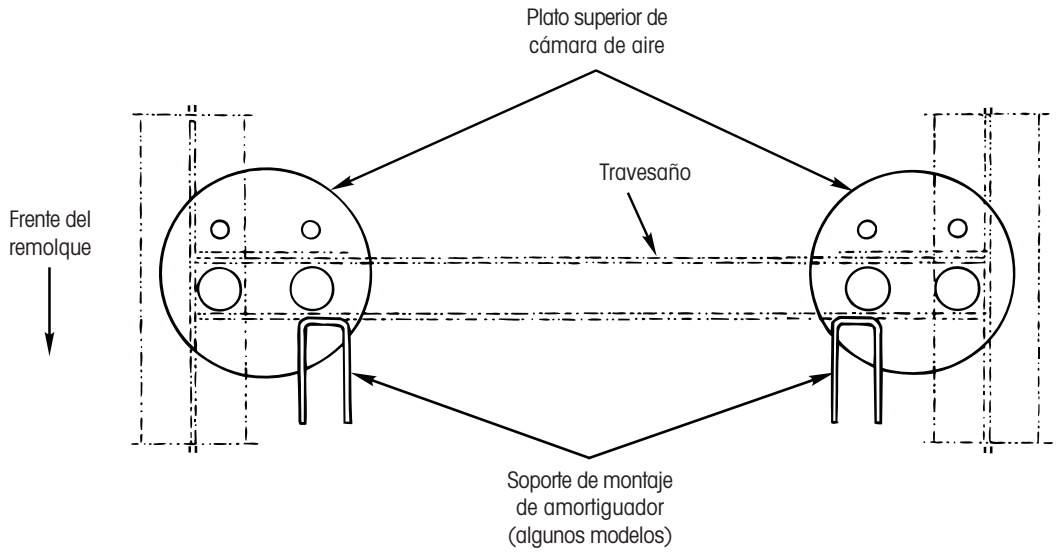

Figura 17. Instalación del plato superior de cámara de aire
1. Levante y coloque los platos superiores para cámara de aire en el chasis y los travesaños del remolque como se especifica en el dibujo de ensamble de la suspensión suministrado (Figura 17).